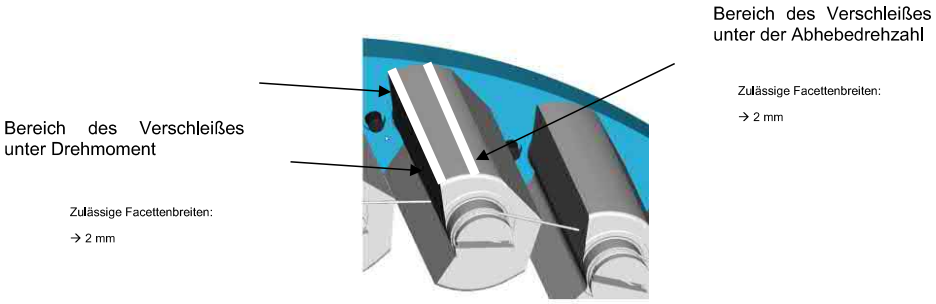

Abbildung 8: Verschleißzonen
- Außenring (1), Innenring (2) und Käfig (8) mit einem Industriereiniger auf Petroleumbasis vorreinigen und mit einem Reiniger auf Acetonbasis entfetten
- maximale Breite der Verschleißfacette auf den Klemmkörpern (siehe Abbildung 8)